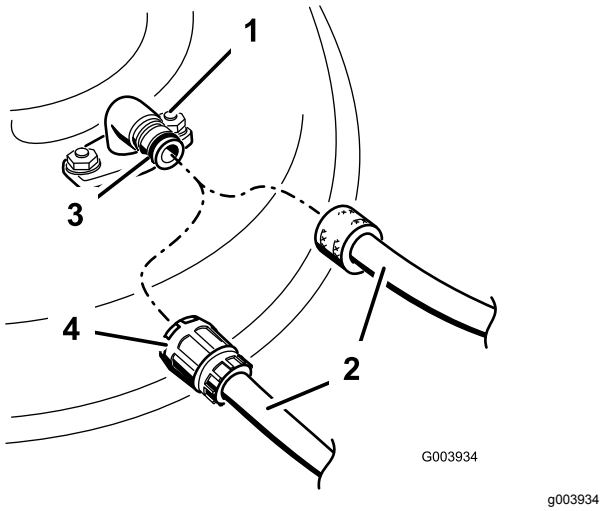

Figur 30
4. Sæt en slange fast på vaskefittingen, og skru helt op for vandet (Figur 30).